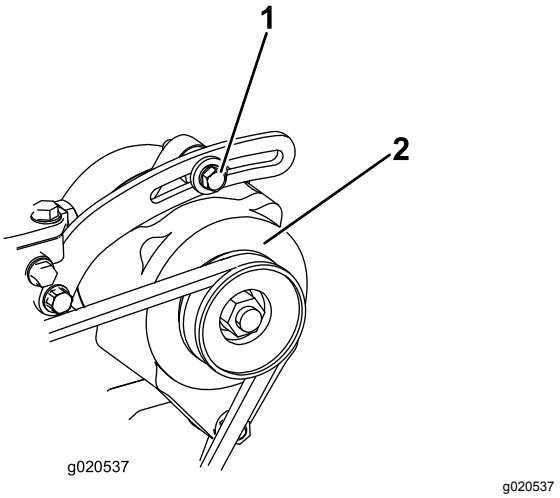

Figur 75
Kontrollera remmarnas tillstånd och spännkraft (Figur 75) var 100:e körtimme.
1. Lossa generatorns fästbultar (Figur 75).